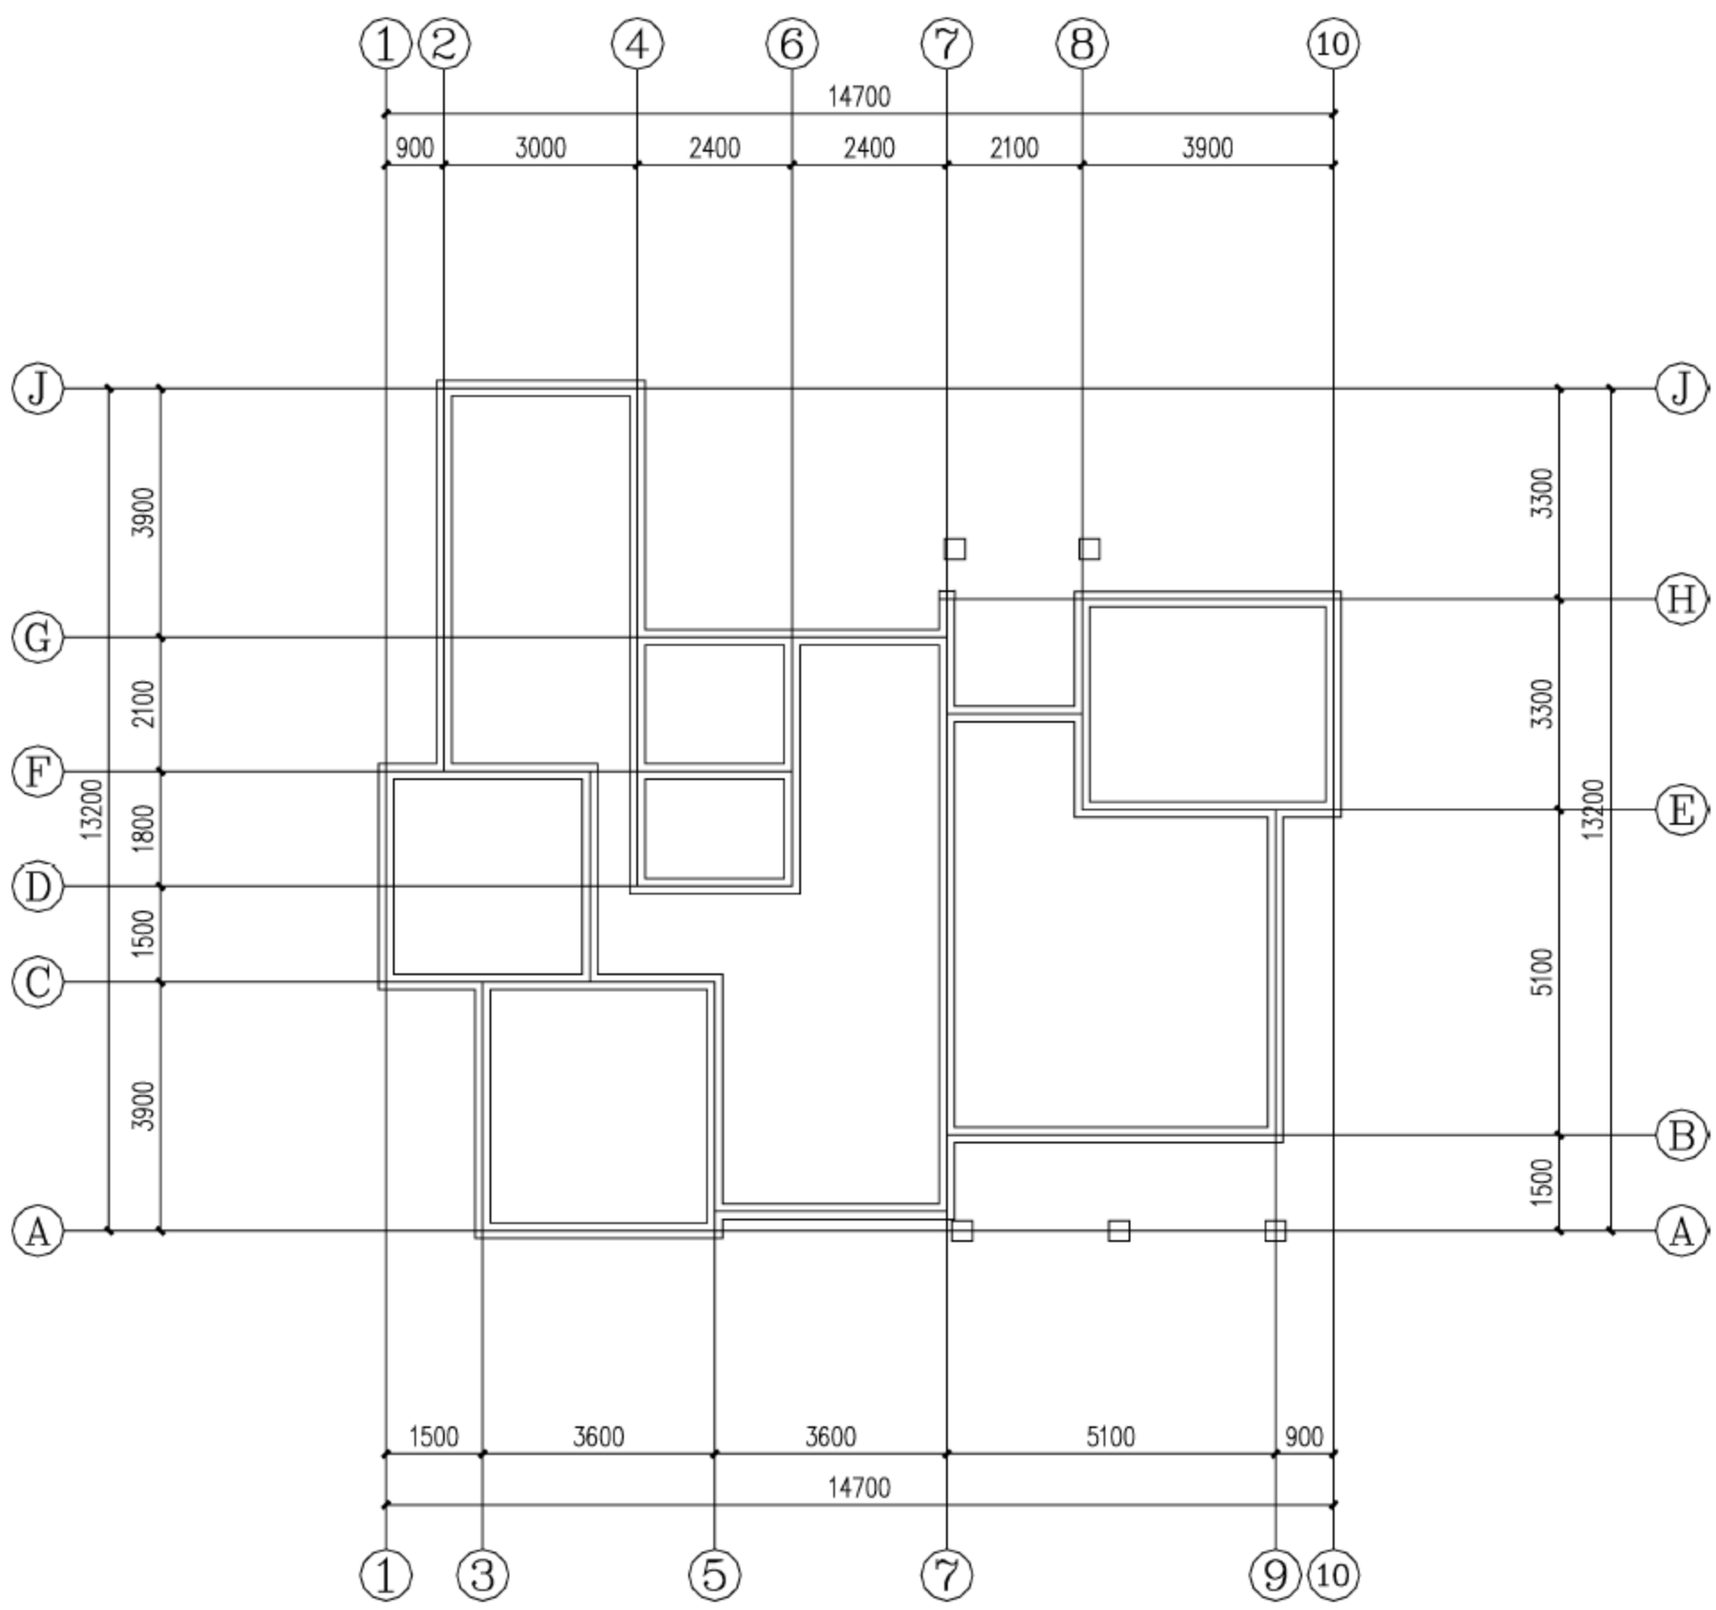

图 18-14　插入柱子
插入的柱子为台阶上的立柱，生成的柱子如图 18-14 所示。
(2) 单击绘图区域，选择建筑物需要设置柱子的插入点，形成如图 18-14 所示的插入柱子的形式。